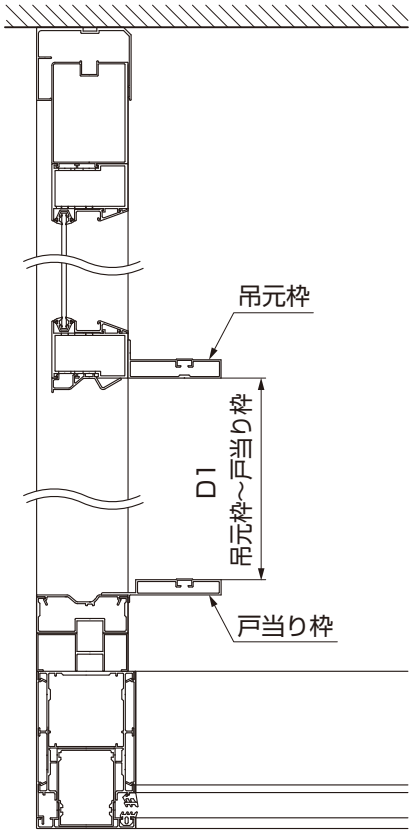

図5-1
①吊元枠～戸当り枠内々寸法D1を測定してください。（図5-1参照）